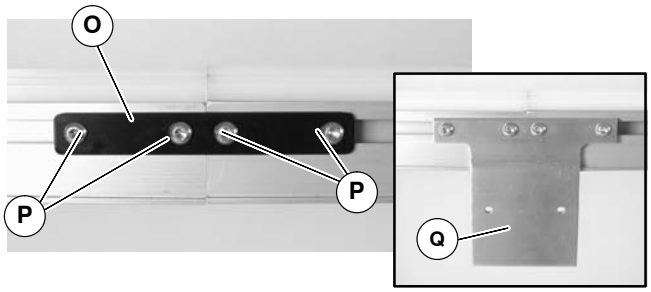

Figure 6
2. Join conveyor sections and install connector brackets (O of Figure 6) or connector/mount brackets (Q) and screws (P) on both sides as indicated.
4. Tighten screw (P of Figure 6) to 60in–lb (7 N–m) on both sides of conveyor.